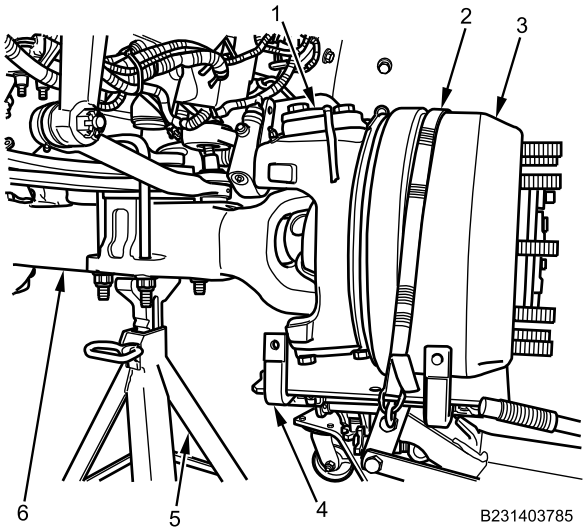

Figure 1. Steering Arm Set-Up for Removal.
1. Position jackstand (Figure 1, Item 5) under axle (Figure 1, Item 6) as shown.
2. Position transmission jack (Figure 1, Item 4) under steering knuckle (Figure 1, Item 1) and wheel hub (Figure 1, Item 3).
3. Install strap around wheel hub (Figure 1, Item 3) and transmission jack (Figure 1, Item 4).